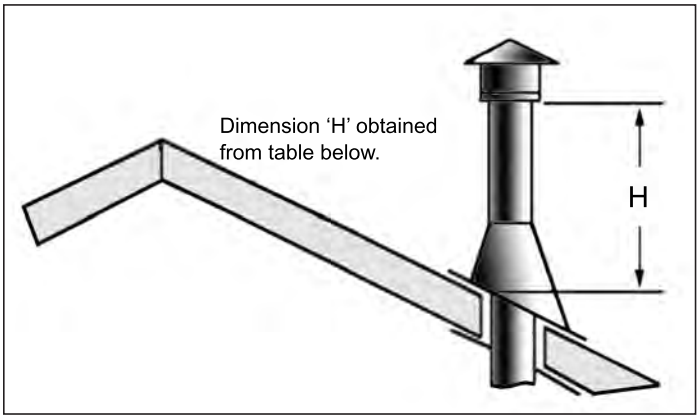

Figure 35: Height of Vertical Termination; Reference Table 8.
STEP 8. Continue to add pipe sections until the height of the vent cap meets the minimum code requirements. Refer to Figure 35 and Table 8. Note that for steep roof pitches, the vent height must be increased. In high wind conditions, nearby trees, adjoining roof lines, steep pitched roofs, and other similar factors can result in poor draft, or down drafting. In these cases, increasing the vent height may solve the problem.
Table 8: Minimum 'H' for Figure 35.